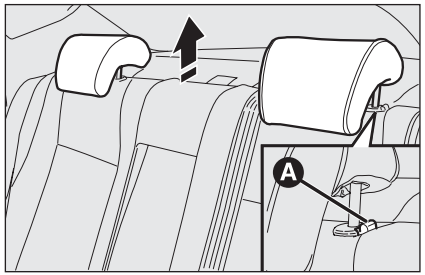

fig. 35 A0E0137m
- ❒ pulse las teclas **A** y **B-fig. 35** (ubicadas al lado de las dos fijaciones de los reposacabezas) y quítelos hacia arriba.